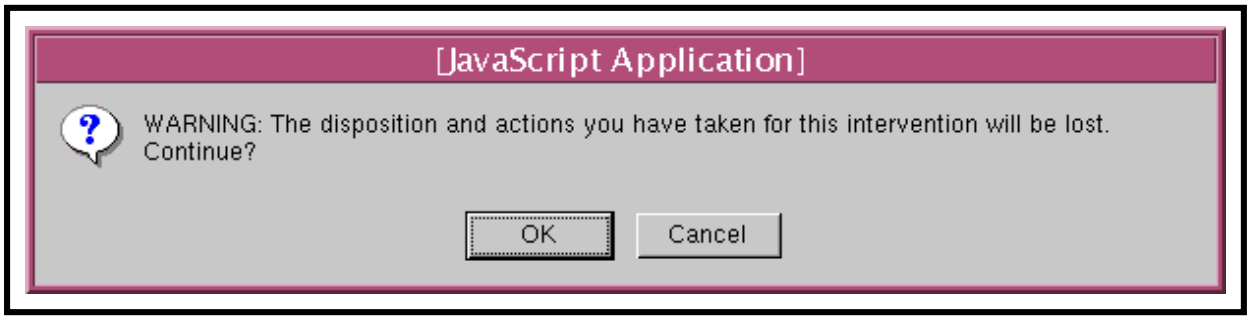

Figure 30. Continue Question Dialogue Box
- A warning dialogue box (Figure 30) is displayed with the message "WARNING: The disposition and actions you have taken for this intervention will be lost. Continue?"